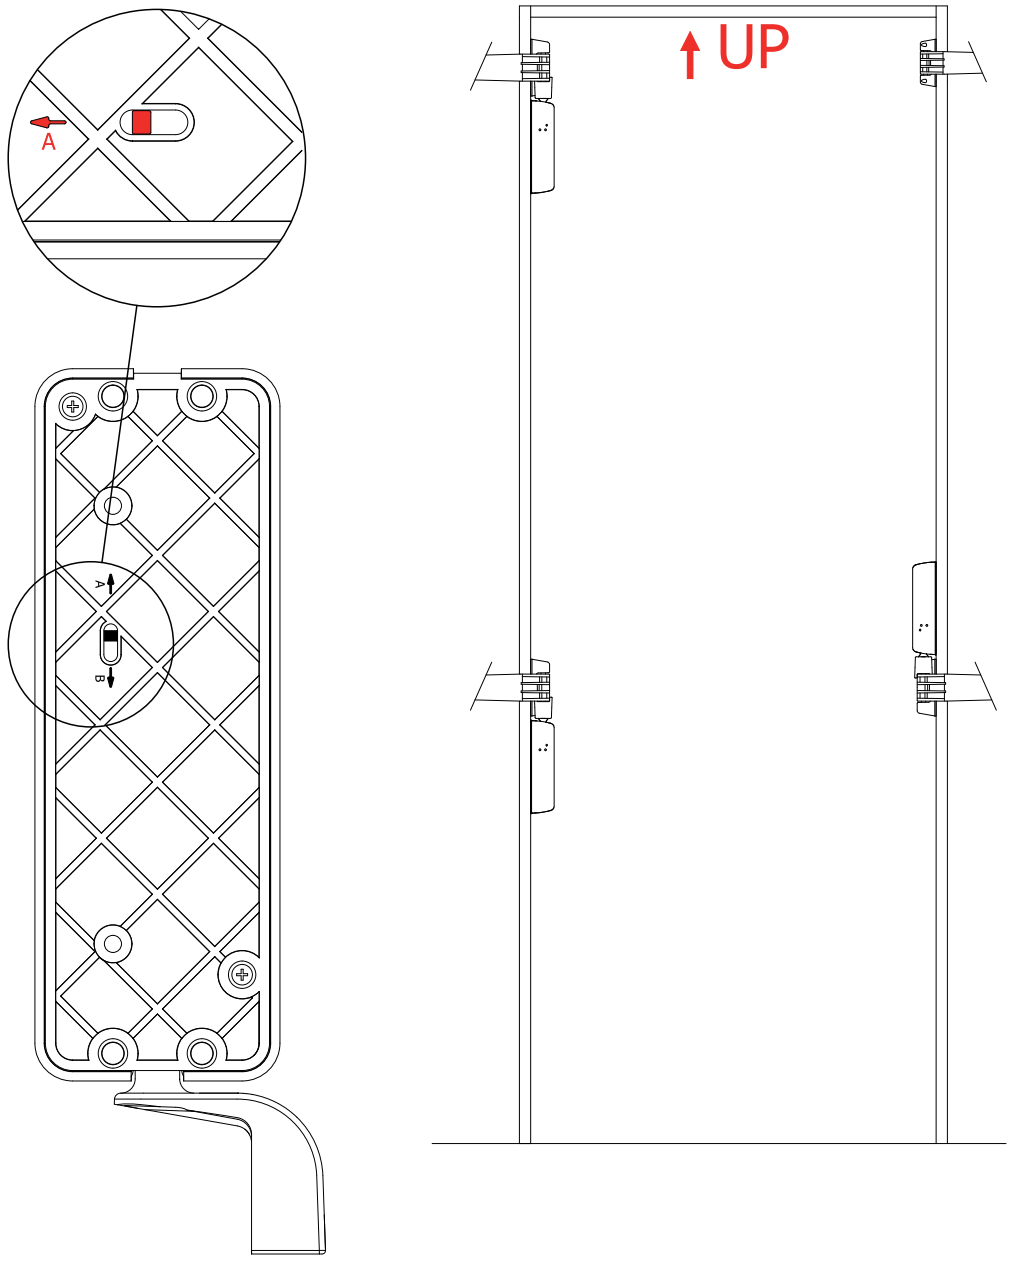

Abbildung 3
Falls der Motor des elektrischen MOTION in eine der gezeigten Position (Abbildung 3) installiert ist, legen Sie der Schalter in die Rotationsrichtung (O) zum Buchstaben "A"